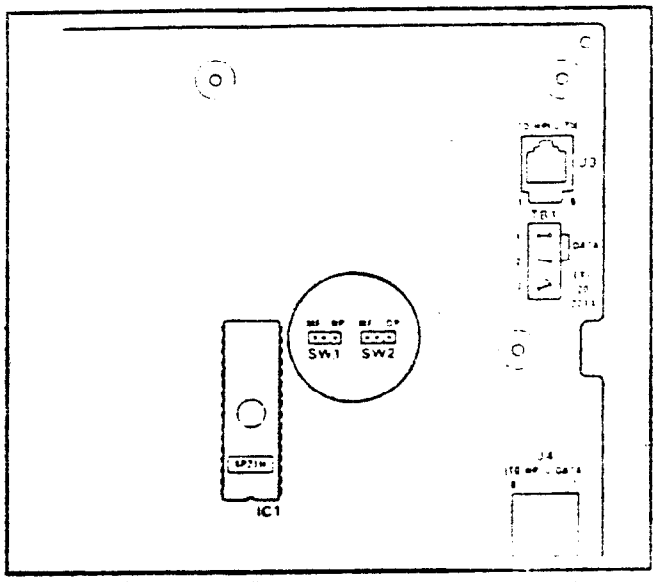

FIGURE 11 — HTIB INSTALLATION
05.32 Remove the HTIB cover and locate the two operational mode straps on the HTIB PCB (mounted to the HTIB base). As shown in Figure 11, the straps are located in the right center of the PCB: **SW1** controls the operation of TIE line circuit #1; **SW2** controls TIE line circuit #2. Set each switch to the dial pulse (DP) or DTMF tone (MF) signalling position as required. The MF position does not allow Toll Restriction to be used on TIE lines